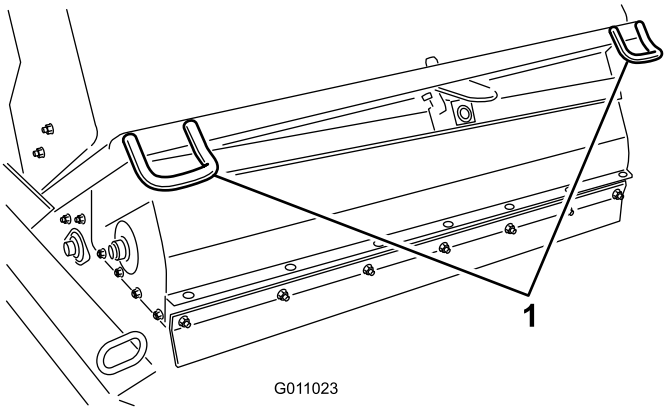
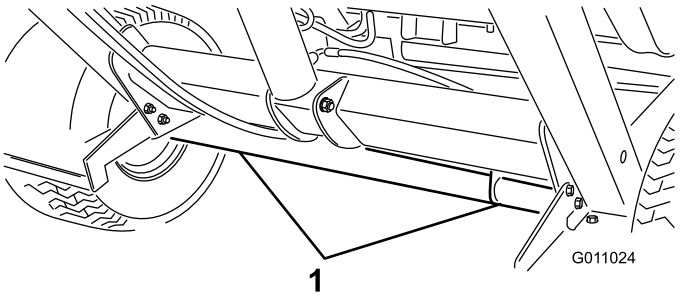

Figur 27
Figur 28
- Når fejemaskinen transporteres, skal der bruges bindepunkter til at fastgøre maskinens forende (Figur 27) og akslen (Figur 28) til at fastgøre maskinens bagende til traileren. Hvis andet end de korrekte bindepunktsplaceringer anvendes, kan dette forårsage skade på maskinen.